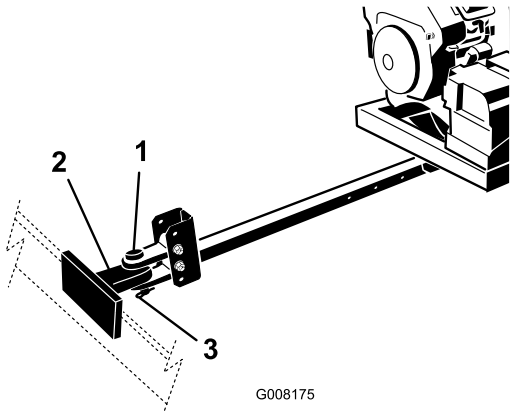

Figuur 6
4. Sluit de trekhaak van de blazer aan op het sleepvoertuig met de pen (Figuur 6).